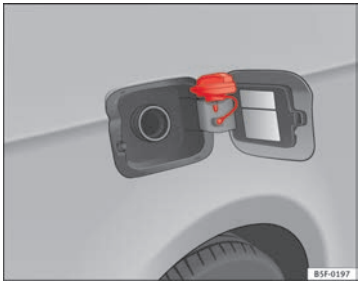

Fig. 111 Fuel tank flap with tank cap attached
– Place the cap in the housing on the hinge of the open flap ⇒ Fig. 111.